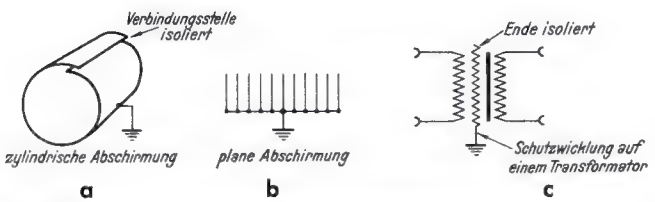

Bild 1. Abschirmungen für elektrostatische Felder ohne Beeinträchtigung der magnetischen Kopplung
B. Abschirmmittel für elektrostatische Felder ohne magnetische Abschirmwirkung (Bild 1)